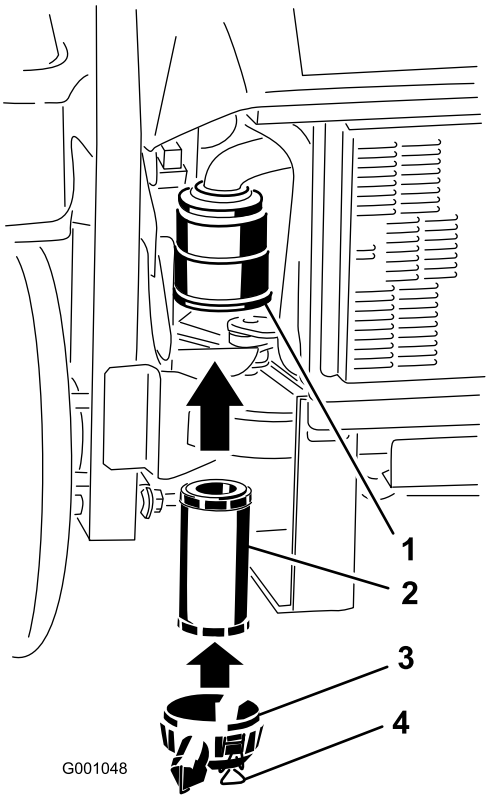

Figur 38
2. Skjut försiktigt in filtret i filterhuset (Figur 38). Kontrollera att det sitter ordentligt genom att trycka på filtrets yttre kant medan du monterar det.
3. Sätt tillbaka luftrenarkåpan och säkra spärrhakarna (Figur 38).